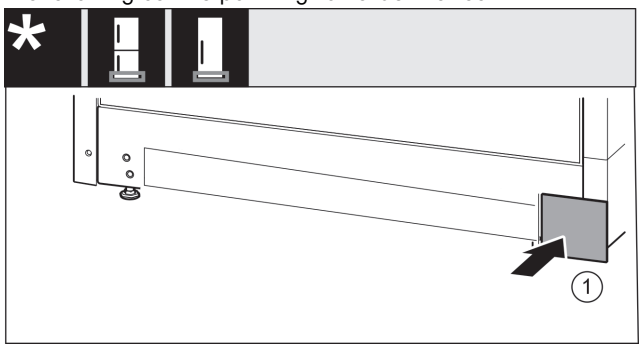

Fig. 19
▶ Re-attach the cover *Fig. 19 (1)* to the other side.